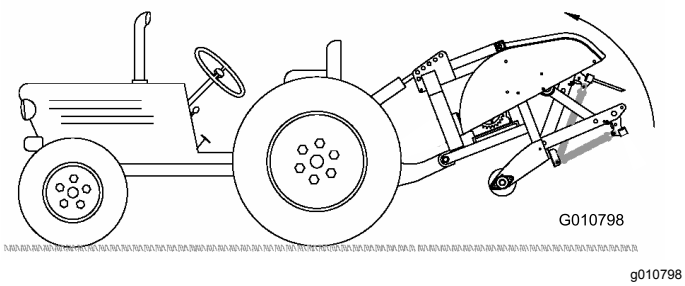

Figur 11
2. Höj upp luftaren så långt det går och dra in den hydrauliska topplänkens cylinder eller den övre länken (Figur 11).